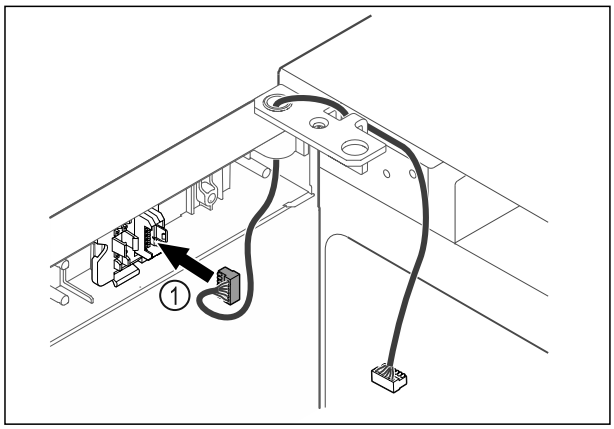

Fig. 33
▶ Introduceți fișa *Fig. 33 (1)* în suportul fișei.